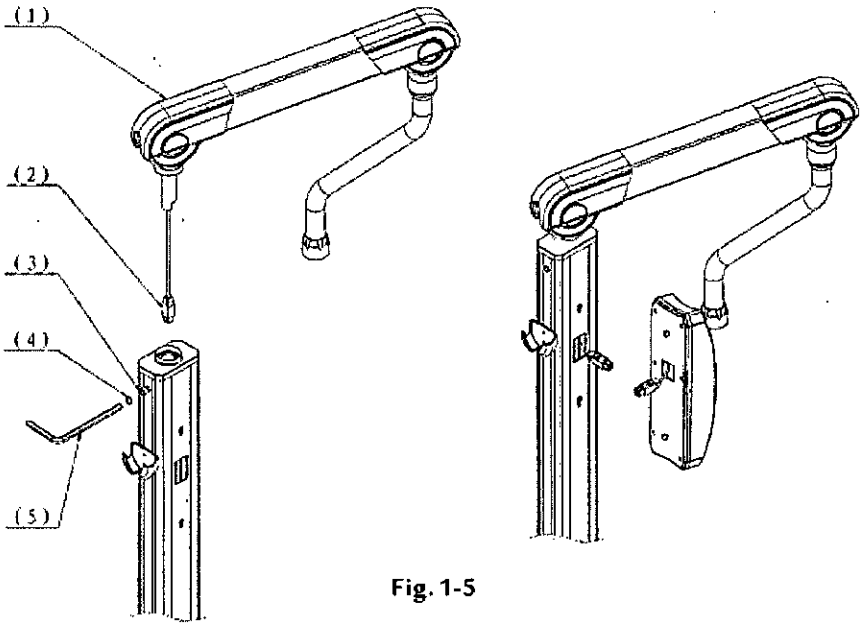

Fig. 1-5
**V. Instalación del brazo móvil (Fig. 1-5)**
1. Conectar el enchufe de conexión (2) del brazo móvil (1) con el cable de conexión (3) de la columna principal, luego inserte en la columna principal.